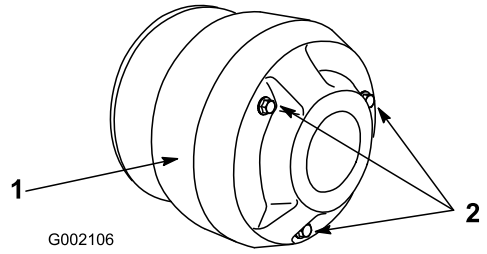

Figur 40
3. Fjern de tre skruene som fester dekselet til clutchen og fjern dekselet (Figur 40).